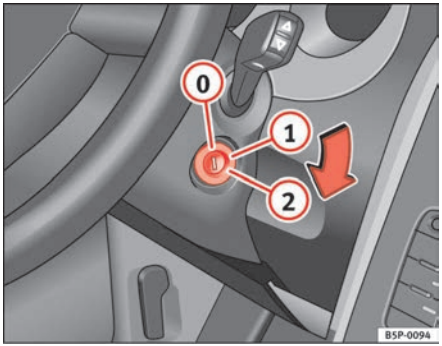

Fig. 138 Ignition key positions
In this position ⇒ fig. 138 the ignition and the engine are OFF and the steering may be locked.
– Turn the ignition key to position ⇒ page 165, fig. 138 (1). The indication lamp ⌀ will light for engine pre-heating.
– When the warning lamp turns off, turn the key to position (2) to start the engine. Do not press the accelerator.
– Turn the ignition key to position ⇒ page 165, fig. 138 (0).